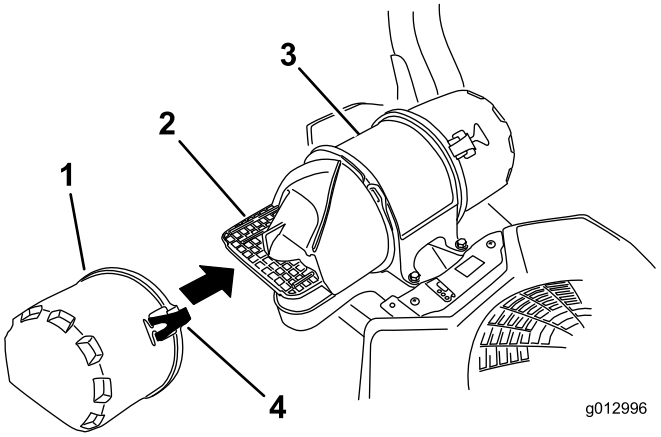

**Figure 42**
3. Release the latches on the air cleaner, and pull the air-inlet cover off the air-cleaner body (Figure 42).
5. Install the air-inlet cover and secure it with the latches (Figure 42).